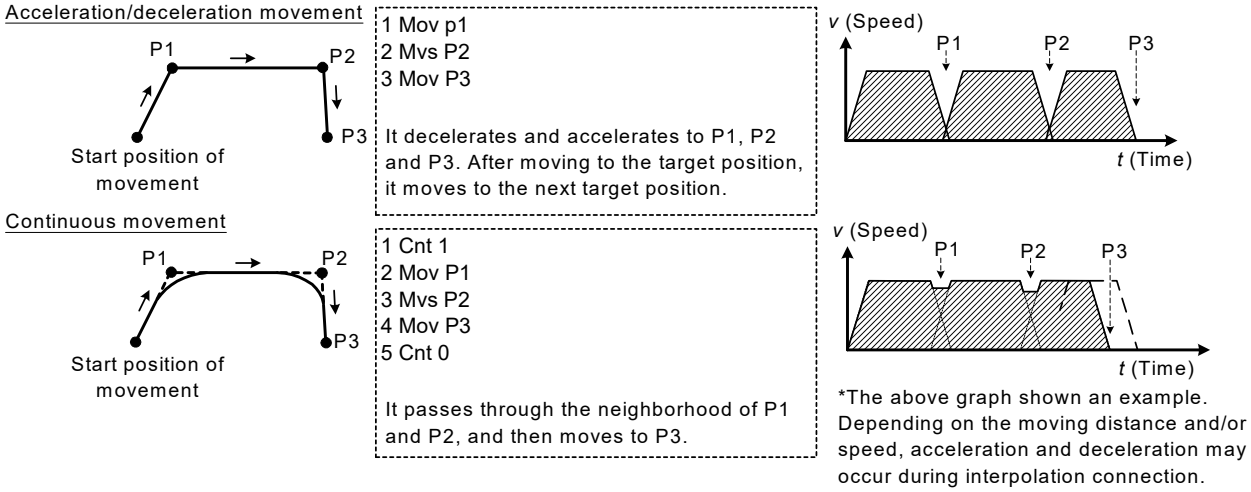

Fig.4-21:Acceleration/deceleration movement and continuous movement
(1) The interpolation (4 step to 8 step of the example) surrounded by Cnt 1 - Cnt 0 is set as the target of continuous action.
(2) The system default value is Cnt 0 (Acceleration/deceleration movement).
(3) If values 1 and 2 are omitted, the connection with the next path segment is started from the time the deceleration is started.
(4) As shown in Fig. 4-21, in the acceleration and deceleration operating mode, the speed is reduced in front of the target position. After moving to the target position, the speed for moving to the next target position starts to be accelerated. On the other hand, in the continuous operating mode, the speed is reduced in front of the target position, but it does not stop completely. The speed for moving to the next target position starts to be accelerated at that point. Therefore, it does not pass through each target position, but it passes through the neighborhood position.